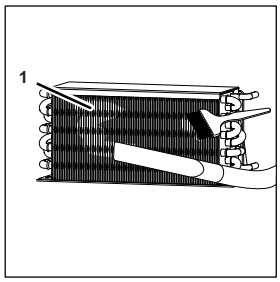

Fig. 23
1. Clean any dirt off the condenser fins (Fig. 23/1) using a brush and a vacuum cleaner.